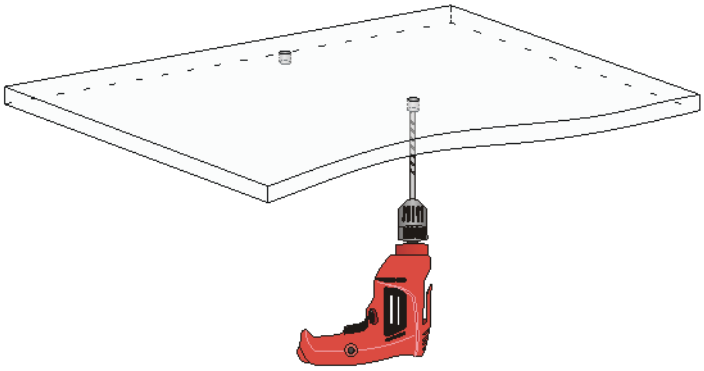

図 7-7 天井の穴あけ
3) マーキングをした位置に、図 7-7の通り直径 5mm の穴を空けてください。